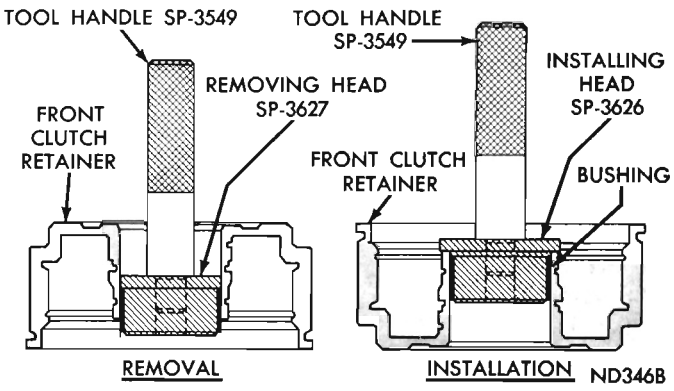

Fig. 69—Replacing Front Clutch Retainer Bushing (A-904)
(1) Lay clutch retainer (open end down) on a clean smooth surface and place removing head Tool SP-3627 in the bushing (Fig. 69). Install handle Tool SP-3549 in removing head.
(2) Drive bushing straight down and out of clutch retainer bore. Be careful not to cock tool in the bore.
(3) Lay clutch retainer (open end up) on a clean smooth surface. Slide a new bushing on installing head Tool SP-3626, and start them in clutch retainer bore (Fig. 69).
(4) Install handle Tool SP-3549 in installing head. Drive bushing into clutch retainer until tool bottoms.
(5) Thoroughly clean clutch retainer before assembly and installation.